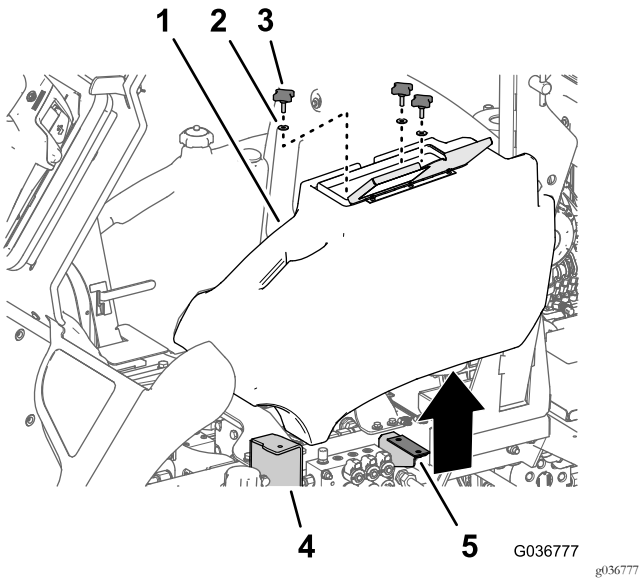

Figur 7
1. Öppna locket till förvaringsutrymmet (Figur 7).
2. Lossa och ta bort de tre rattarna och de tre brickorna som fäster förvaringsutrymmet till flänsen på fotsteget och förvaringsutrymmets fäste (Figur 7).